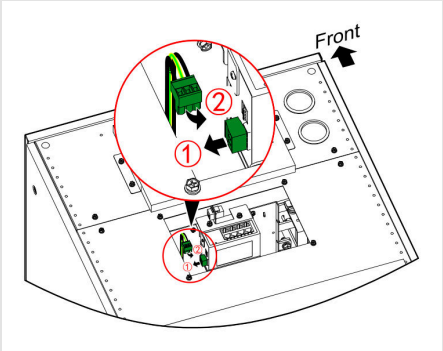

FIGURE 3-38 Step 5 — power cable
5. Pull out the green terminal block at the right of the networking device, cut the cable tie of the reserved power cable, and connect the power cable to the networking device (Figure 3-38).